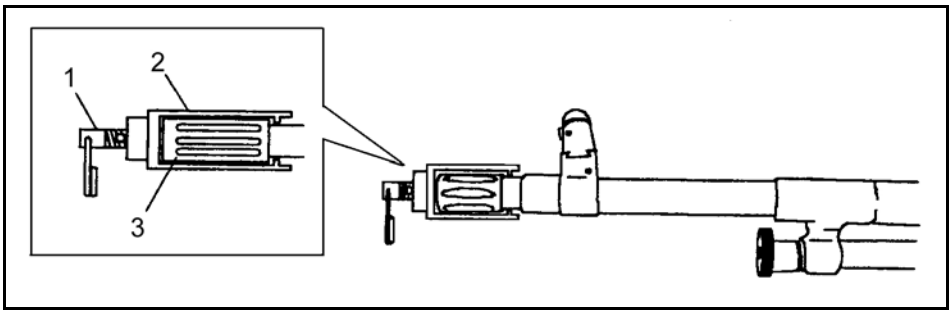

Figure 3-7. Attach the blank firing attachment.
(1) ***Attach the BFA*** (Figure 3-7). Unscrew the shaft (1) until it slides all the way to the rear. Install the chamber device (2) over the flash suppressor (3). Slide the shaft (1)